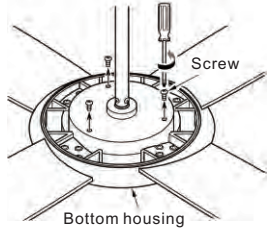

Fig.10
Paso 4: **Quitar los 3 tornillos de los motores**(Fig.10)